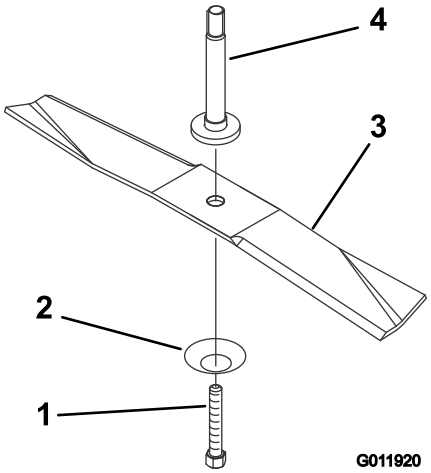

Figura 28
1. Montate la lama, la rondella curva e il bullone della lama (Figura 28).